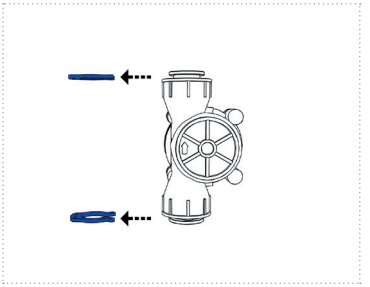

Abbildung 10
4. Entfernen sie die Sicherungsringe am Durchflusssensor (Abbildung 10).